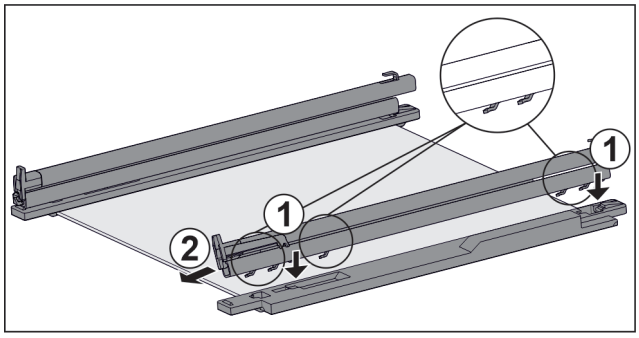

*Fig. 138 Skleněná deska s kolejničkami a přídržnými díly*
▶ Nasaďte háčky kolejničky na otvory **levého** přídržného dílu. *Fig. 138 (1)*
▶ Vytáhněte kolejničku dopředu. *Fig. 138 (2)*
▶ Nasaďte háčky kolejničky na otvory **pravého** přídržného dílu. *Fig. 138 (1)*